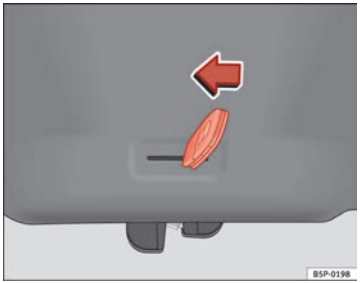

Fig. 49 Rear lid: emergency open
– Insert the key in the groove and unlock the locking system, turning the key from right to left, as shown by the arrow ⇒ Fig. 49.